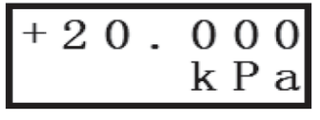

图 24
6.6 输入八次“右”键，将字符“4”翻转成“2”，显示器显示如图 24 所示；